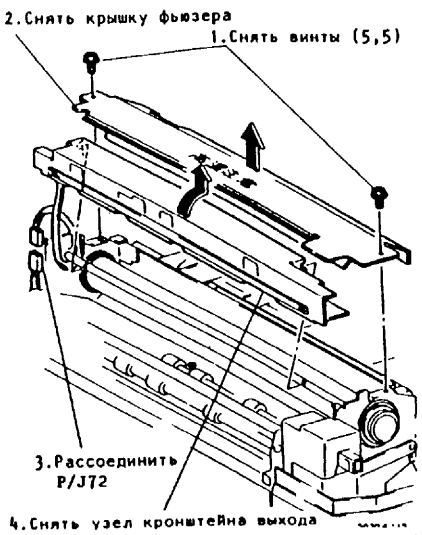

Рис.1. Снятие нагревательного валика
5. (Рис.1, Рис.2, Рис.3): Снять нагревательный валик.